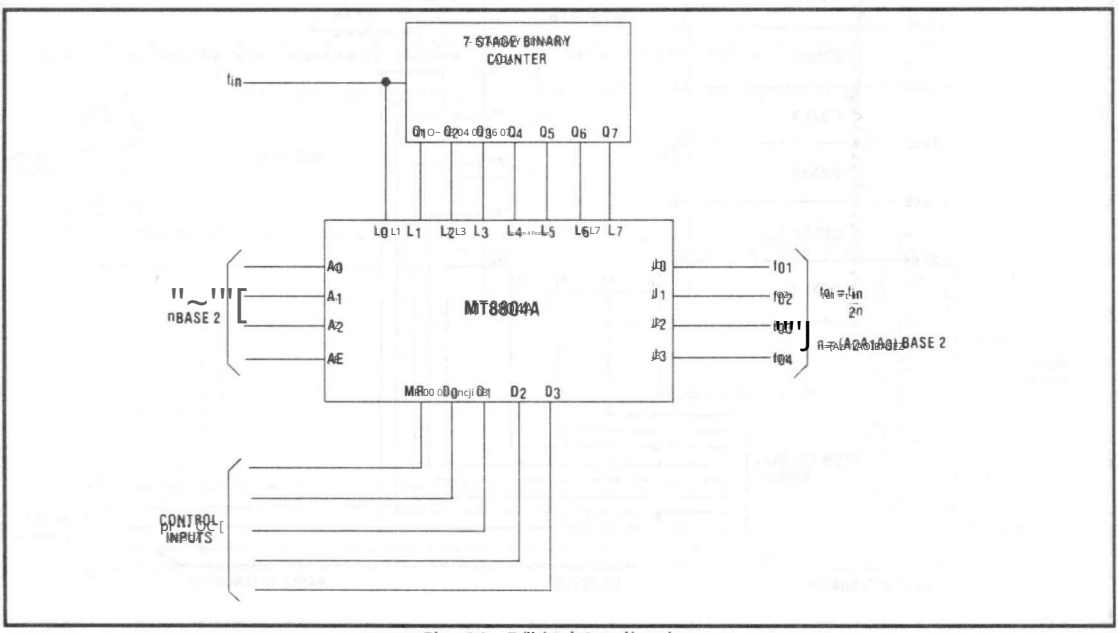

Fig. 11 - Application
The circuit of Figure 11 provides up to 4 independent output frequencies each of which is a binary weighted multiple of a given input frequency. The frequency division factor is represented by the binary coded number of the address inputs of the MT8804A. The division range for the circuit shown is from 2^0 to 2^7. This range can be increased by adding counters for frequency division and MT8804A's to do the switching. The four data inputs (D$_0$ to D$_3$) control which output line or lines are switched to a particular frequency. The master reset (MR) when taken high turns all switches off.